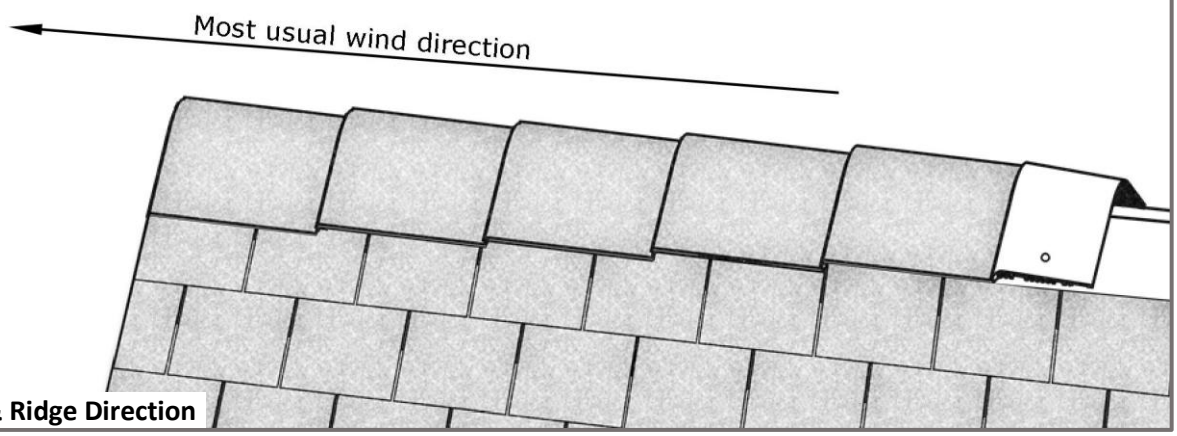

FIGURE 24 - Hip & Ridge Direction
- Install Hip & Ridge with a ***7 3/4" (197mm) exposure***. At the ridge, start the Hip & Ridge shingles from the opposite direction of the prevailing winds. See **Figure 24**. Begin hips at the bottom of the hip. For further installation details about F-WAVE Hip & Ridge Shingles, visit fwaveroofing.com/resources.